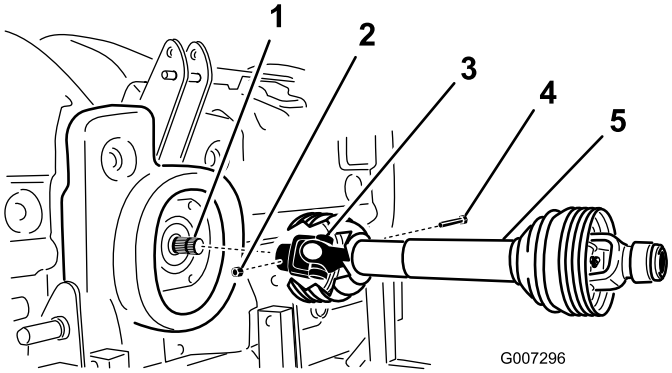

Figur 8
2. Koble kraftuttakets aksel til girkassens inngående aksel med en 1/2 x 3,00 tommers bolt og en 1/2 tommes mutter (Figur 8).